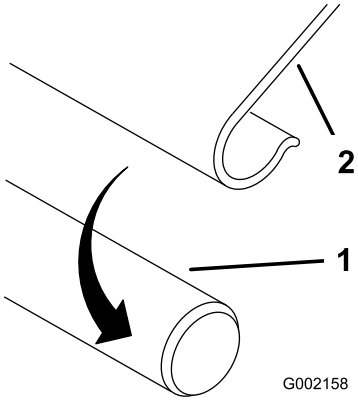

Figure 5
2. Snap the J-strips over the frame rods (Figure 5).